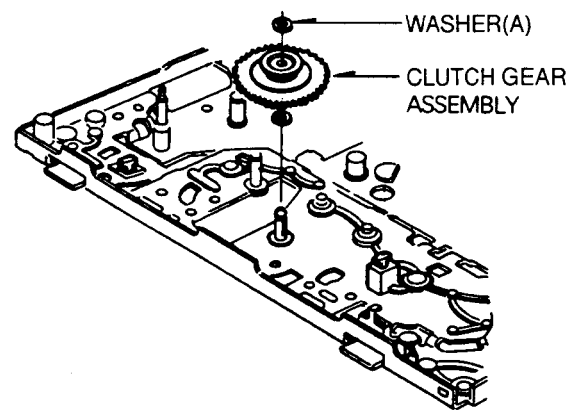

Fig. B-30 Clutch Gear Assembly
① Set the part(A) of Tension Lever Assembly in the groove of Lower part of Function Plate.
30. Clutch Gear Assembly (Fig. B-30)